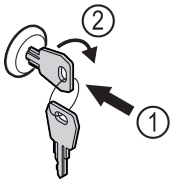

Fig. 184
▶ Introduceți cheia prin apăsare. *Fig. 184 (1)*
▶ Rotiți cheia cu 90° în sensul acelor de ceasornic. *Fig. 184 (2)*